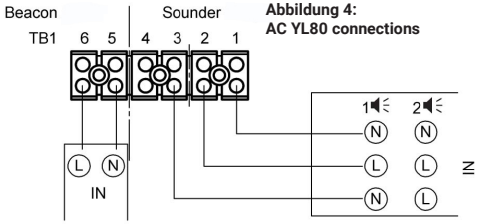

Abbildung 4:
Die Anschlüsse für die YL80 Super-Einheiten erfolgen über einen 6-poligen Klemmenblock, der in der Unterseite der Einheit montiert ist, wie in den Abbildungen 3 (DC) und Abbildung 4 (AC) unten gezeigt. Mit den gezeigten Anschlüssen ist es möglich, sowohl die Akustischen- als auch die Optischen-Geräte unabhängig voneinander zu steuern.